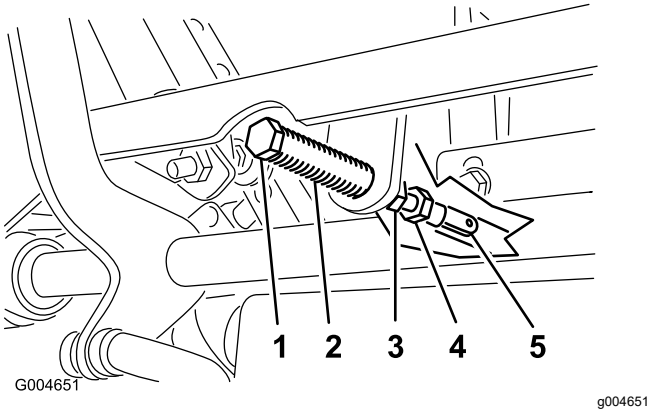

Figuur 50
5. Trek de hendel naar achteren totdat de gaffelpen (op de arm boven de draaias) contact maakt met het uiteinde van de sleuf (en net druk op de veer begint uit te oefenen); zie Figuur 50.
7. Als de rijhendel moet worden afgesteld, draait u de moer en de contramoer tegen de gaffel (Figuur 50).
8. Oefen een lichte achterwaartse druk uit op de rijhendel en draai de kop van de stelbout in de juiste richting totdat de rijhendel in de VERGRENDELDE NEUTRAALSTAND is gecentreerd (Figuur 50).
9. Draai de moer en de contramoer vast (Figuur 50).
10. Draai de contramoeren op de kogelverbindingen vast (Figuur 50).